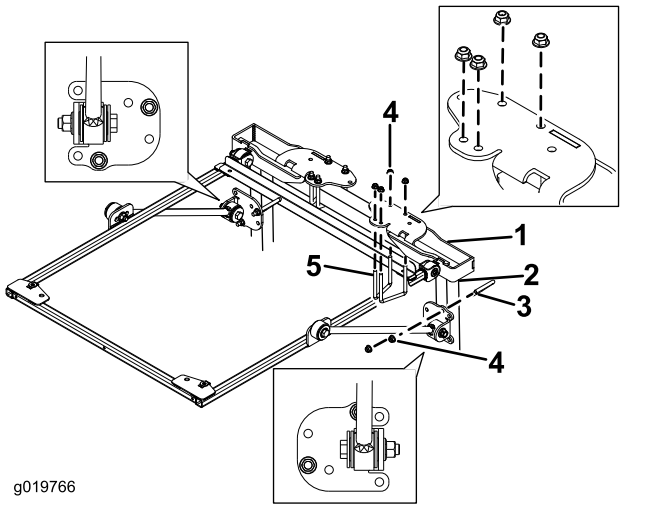

Bild 22
9. Befestigen Sie die Befestigungshalterungen des Überrollschutzes an der Oberseite des Überrollbügels der Zugmaschine (Bild 22). Stellen Sie sicher, dass der Überrollbügel in den Befestigungshalterungen des Überrollschutzes zentriert ist.
10. Befestigen Sie die Befestigungshalterungen des Überrollschutzes mit zwei U-Bügeln (2¾") und vier Bundmuttern in den in Bild 22 abgebildeten Befestigungslöchern an der Oberseite des Überrollbügels.
11. Befestigen Sie jede Strebenhalterung lose mit einem U-Bügel (4") und zwei Bundmuttern in den in Bild 22 abgebildeten Befestigungslöchern an den Streben des Überrollbügels.